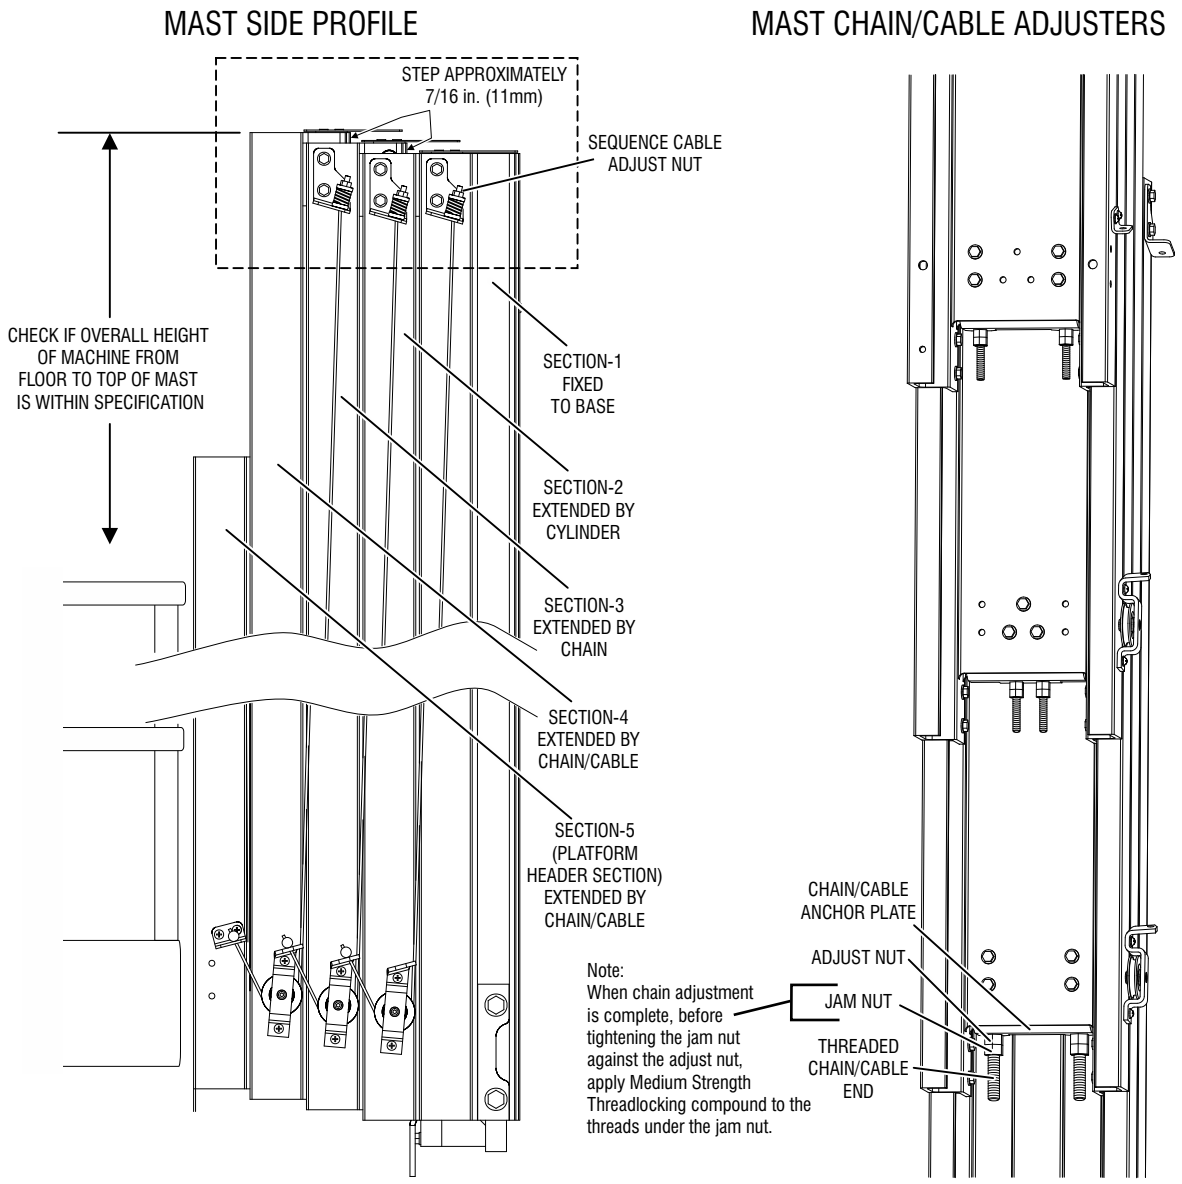

Figure 2-7. Mast Chain/Cable/Sequence Cable Adjustment Components. (Typical)
2. Then with no load in the platform check the side profile of the top of the mast for the amount of adjustment necessary to obtain the 7/16 in. *(11mm)* step for mast sections-3 and up. *(See Figure 2-7.)*
6. **Tighten** *(to raise mast section),* **or loosen** *(to lower mast section)* **the adjusting nut** against the anchor plate **on each** chain/cable. Adjust the nut the amount required to raise or lower the top of the mast section to match the side profile shown in Figure 2-7. when the mast is retracted. Be certain each chain/cable pair is adjusted to equal tension. *(The threaded end of the chain/cable will need to be restrained while tightening the adjust nut to keep the chain/cable from twisting.)*
7. Retract the mast all the way and check if the top of the mast sections appear as shown in Figure 2-7.
8. Repeat steps (1) through (7) for remaining mast sections. ENSURE THAT ALL CHAIN/CABLE PAIRS HAVE EQUAL TENSION.
1. Be certain the mast is completely retracted and at the bottom of travel. Check the mast "Side Profile" at the top of the mast as shown in Figure 2-7., adjust mast sections to proper height if necessary.